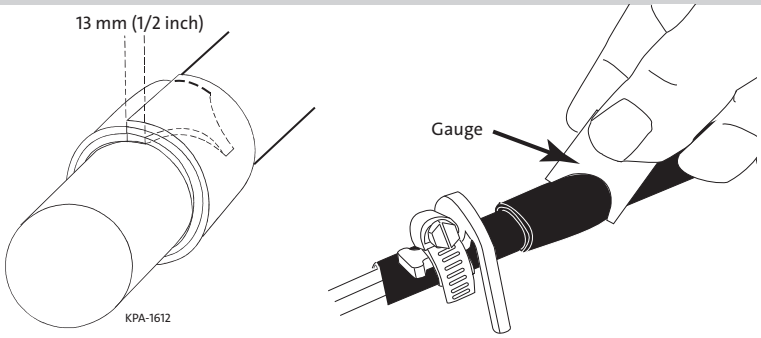

Figure 10
Step 5: Apply sealing tape to the cable sheath in the marked area. Wrap the tape until it conforms to the diameter on the supplied gauge (Figure 10). Always finish with a complete wrap that overlaps the starting point by 13 mm (1/2 in).